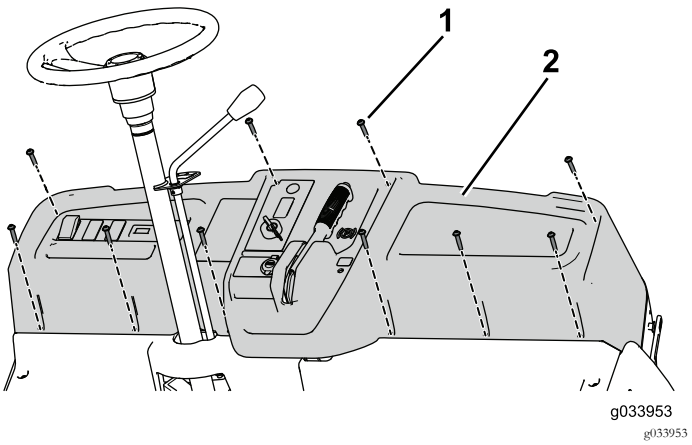

Figur 80
5. Bruk de ti skruene (1/4 x 1-1/4 tomme) til å feste instrumentpanelet til maskinen (Figur 80).